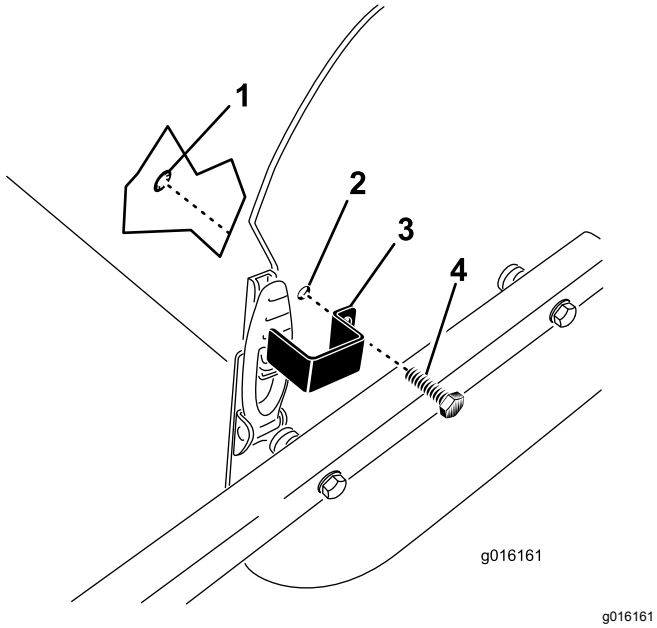

Figur 36
1. Placer låsepladen over motorhjelmslåsen, mens monteringshullet rettes ind efter hullet i sidepladen (Figur 36).
2. Fastgør låsepladen på sidepladen med en fransk skrue og en låsering (Figur 36).